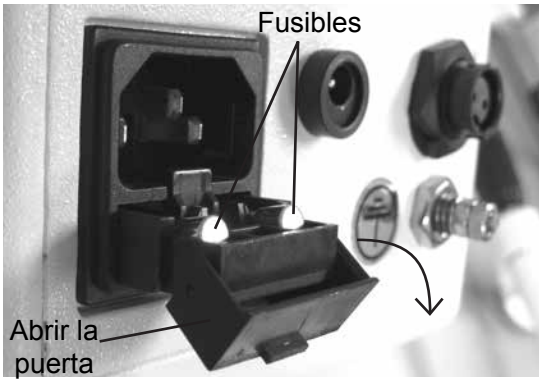

Figura MM-9 Apertura de la puerta de los fusibles
3. Abra la puerta del portafusibles tirando de él hacia abajo. Consulte la Figura MM-9.